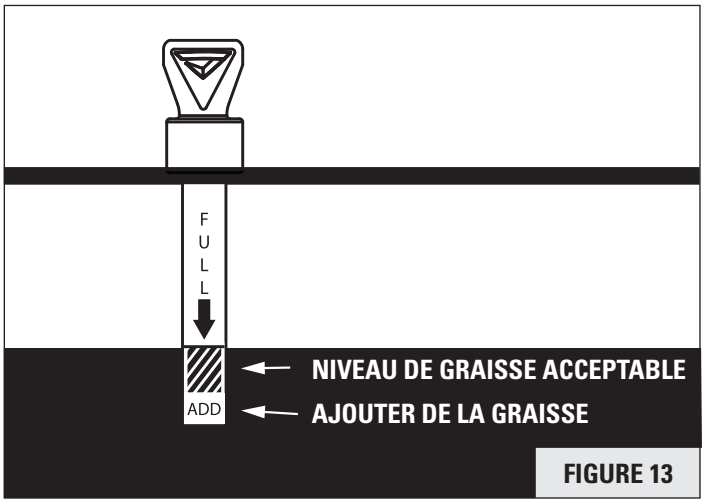

FIGURE 13
4. Insérer la jauge en carton créée à l'étape 1 dans l'orifice du couvercle de réducteur de telle façon que son carré supérieur repose sur le couvercle. **VOIR FIGURE 13.**